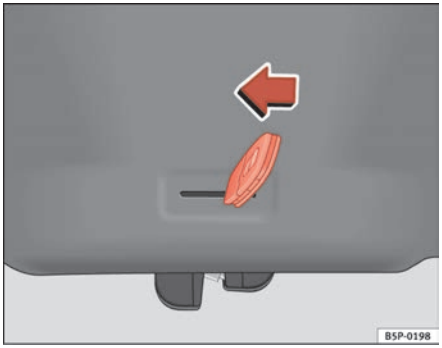

Fig. 67 Tailgate: emergency open
– Insert the key bit in the groove and unlock the locking system, turning the key from right to left, as shown by the arrow ⇒ fig. 67. ■